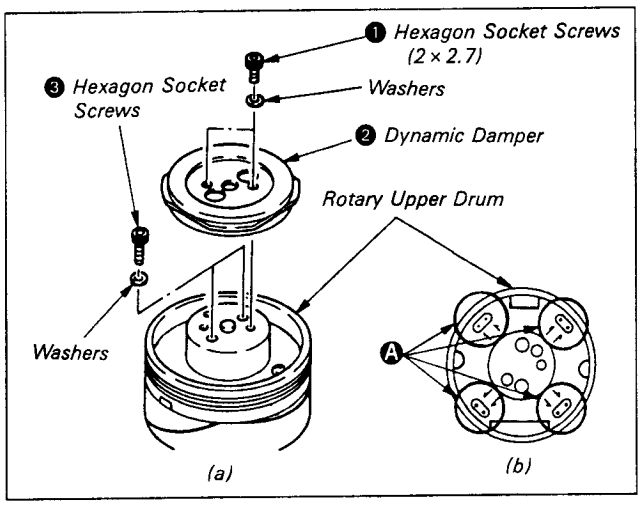
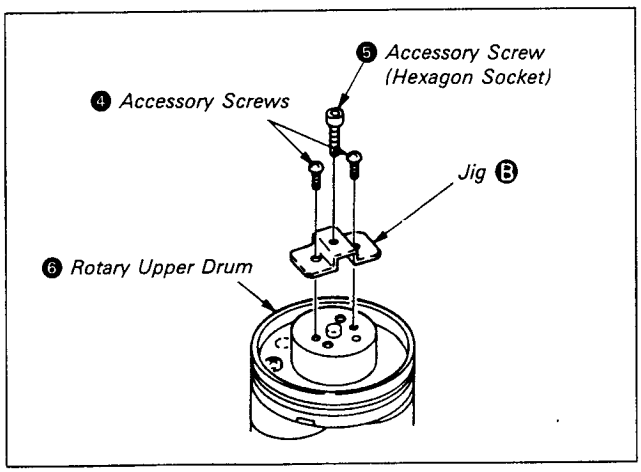

Fig. 7-45.
Fig. 7-46.
1) Remove two hexagon socket screws (2 × 2.7) ❶ and dismount the dynamic damper ❷. (See Fig. 7-45.)
2) Suction solder at all of the soldered eight positions Ⓐ. Check that the printed wiring board and pins jutting out from below freely moove using tweezers, or other tool. (See Fig. 7-45.)
3) Remove the two hexagon socket screws (2 × 5) ❸. (See Fig. 7-45.)
4) Mount the dismounting Jig Ⓑ with the accessory screws ❹ utilizing the screw holes in which the dynamic damper was mounted.
Drive the hexagon socket screw ❺ into the jig Ⓑ and remove the rotary upper drum ❻. (See Fig. 7-46.)
3) Remove Jig Ⓒ, lightly push the rotary upper drum by hands. If the rotary upper drum does not go in to the bottom, alternately tighten the two hexagon socket screws (2 × 5) ❸ by hand and fix them temporarily. (See Fig. 7-45, 7-48.)
4) Reinsert the Jig Ⓒ in the positioning hole Ⓓ and check that the jig can be inserted smoothly. (When the jig cannot be inserted, loosen the two hexagon socket screws (2 × 5) ❸ and slide it inserting a clock screw-driver in the hole.)
5) Tighten the two hexagon socket screws (2 × 5) ❸.
6) Solder the eight positions Ⓐ. (See Fig. 7-45.)
7) Tighten the two hexagon socket screws (2 × 2.7) ❶ reversing the screw removal procedure and remount the dynamic damper ❷. (See Fig. 7-45.)